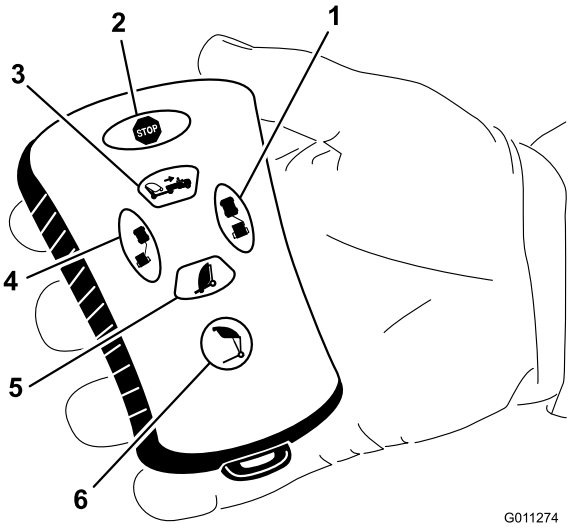

Figur 16
- Tryk på tragtbeholderens aflæsningsknap (Figur 16).
- Tryk derefter på forskudt til venstre-knappen (Figur 16).
- Tryk derefter på forskudt til højre-knappen (Figur 16).
- Tryk derefter på tragtbeholderens aflæsningsknap og hold den nede (Figur 16).
Tryk på fejemaskinens ned-knap for at sænke tragtbeholderen (Figur 16). Tragtbeholderen kan sænkes, når den står i en af de følgende positioner:
Tryk på og hold knappen forskudt til venstre nede for at placere fejemaskinen forskudt til venstre (Figur 16). Når knappen slippes, stoppes bevægelsen til venstre.
Tryk på og hold fejemaskinens op-knap nede, indtil tragtbeholderen når den ønskede højde eller stopper i den forudindstillede højde, for at hæve tragtbeholderen (Figur 16).
Tryk på og hold knappen forskudt til højre nede for at placere fejemaskinen forskudt til højre (Figur 16). Når knappen slippes, stoppes bevægelsen til højre.